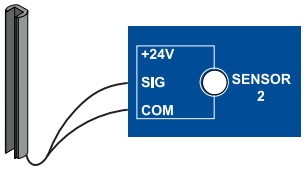

Figure 43. Sensor Connection
4. Install the wires into input Sensor #1, Sensor #2, or Input #1, or #2 (not #3) on the SmartCNX controller (Figure 43). Make sure to connect to a Sensor COM port for switched common for monitoring purposes.